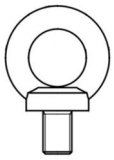

Fig. 3: Ring bolt (example)
6. Fig. 3: The device is bolted to the transport pallet with steel angles. Unscrew the screws ⑦ from the bottom of the device.